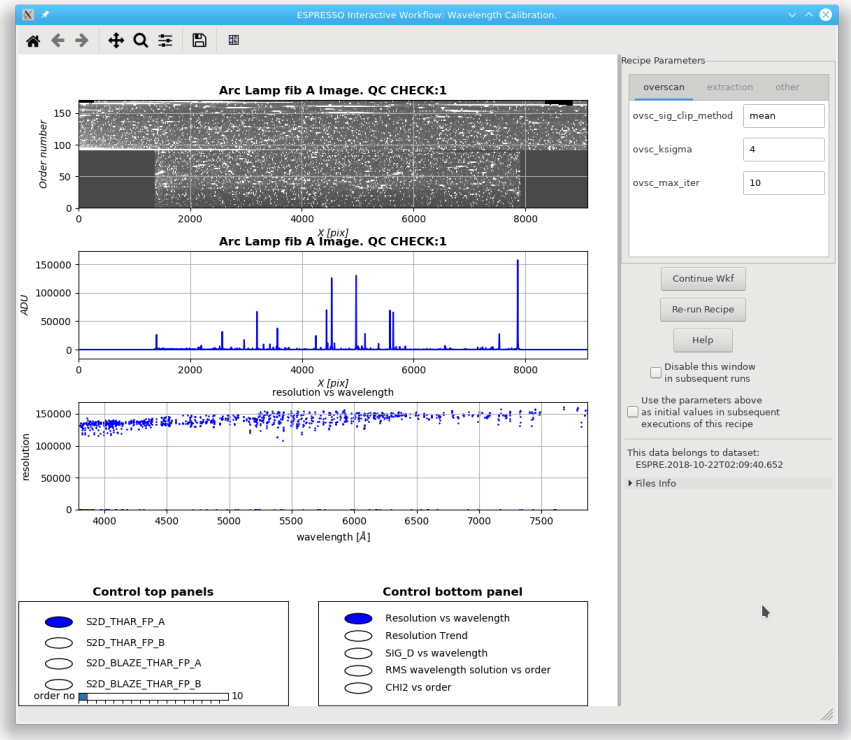

Figure 7.7.1: *Wavelength Calibration (THAR,FP) Interactive workflow.*
This interactive workflows shows at the top an image corresponding to the stacking of the extracted Fabry Perot an ThAr spectra from both detectors, end to end (S2D format, see Figure 7.7.1) for fibre A in S2D format (THAR,FP). The user may display similar images for the fibre B (FP spectrum) or for the extracted blaze spectrum for fibre A or B. In the middle, the GUI shows the extracted spectrum corresponding to the image at the top and to the order number shown in the horizontal slider. At the bottom, the GUI shows the scatter plot of the resolution versus wavelength. Alternatively the user may display an image of the resolution trend in different detector positions (this is shown with a different color scale). Alternatively, the user may display the effective Fabry Perot cavity length (D) measured by the pipeline or its sigma, versus wavelength (LL), or the RMS of the wavelength solution versus the order number, or the computed CHI2 versus the order number.